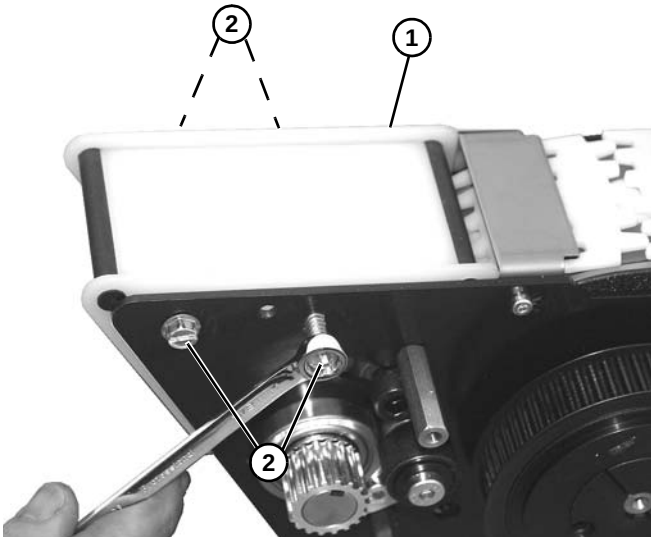

Figure 118
4. Install wear bar assembly **(Figure 118, item 1)** with four bolts **(Figure 118, item 2)**.